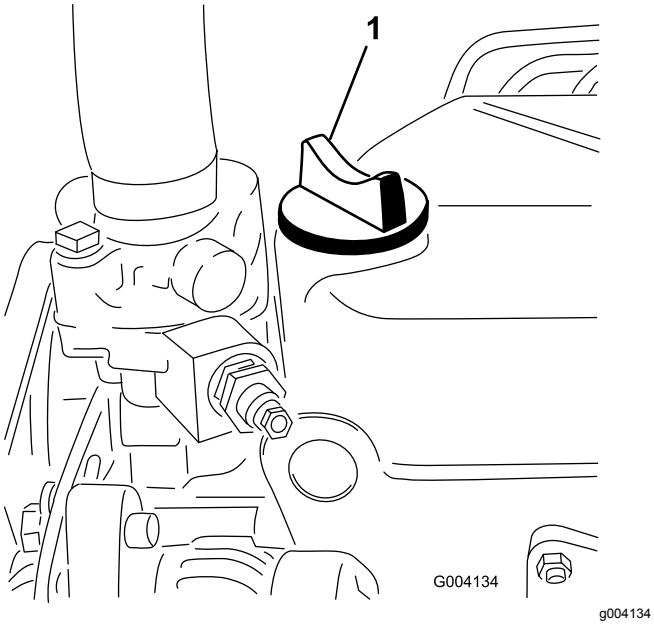

Figur 30
5. Hvis olieniveauet er under FULL-mærket, skal du fjerne påfyldningsdækslet (Figur 30) og fylde olie på, indtil niveauet når FULL-mærket.